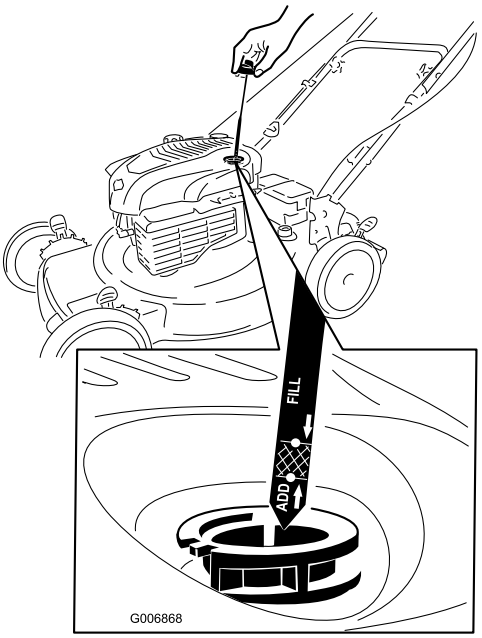

Bild 11
1. Nehmen Sie den Peilstab heraus und wischen Sie ihn ab. Stecken Sie ihn dann ganz ein (Bild 11).
2. Nehmen Sie den Peilstab heraus und prüfen Sie den Ölstand (Bild 11). Wenn der Ölstand unter der **Nachfüll**-Marke ist, gießen Sie **langsam** Öl in den Einfüllstutzen, um den Ölstand auf die **Voll**-Marke am Peilstab anzuheben. **Füllen Sie nicht zu viel ein.** (Max. Füllstand: 0,59 l des Typs: Waschaktives SAE 30-Öl mit der Klassifizierung SF, SG, SH, SJ, SL oder höher durch das American Petroleum Institute (API).)